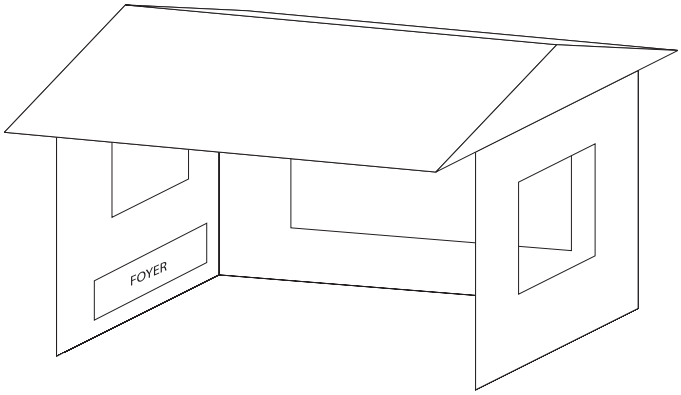

Figure 7
- À l'intérieur d'une enceinte partielle comprenant un couvercle sur le dessus et trois parois latérales, pourvu que 30 pour cent ou plus de la périphérie horizontale (périmètre des murs et du côté ouvert) de l'enceinte soit ouverte en permanence. **Voir la Figure 7.**